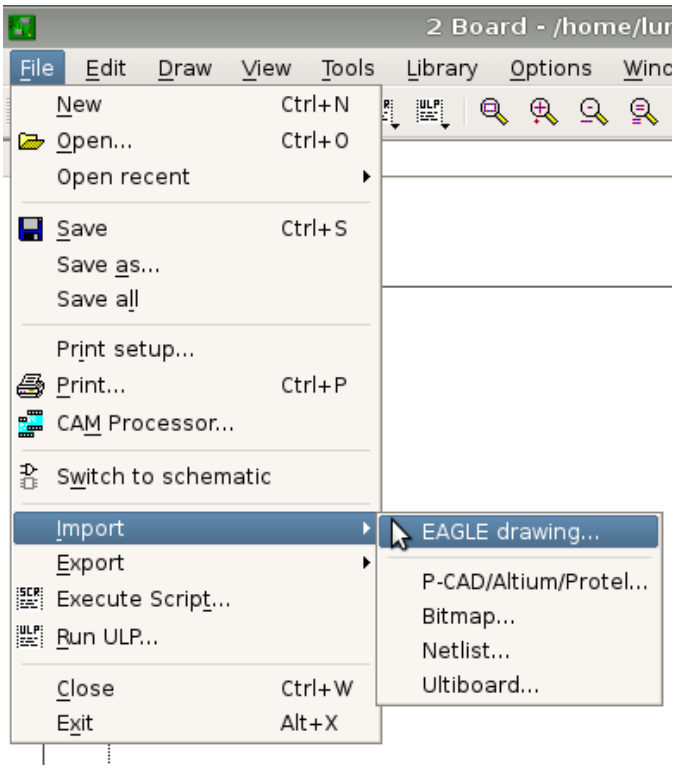

Figure 36: import EAGLE drawing from inside the layout editor
1) Change into the main module layout file, go to `File|Import|EAGLE drawing` and select the “PIO_connector” as the first sub module to be imported (Figure 36 and 37).